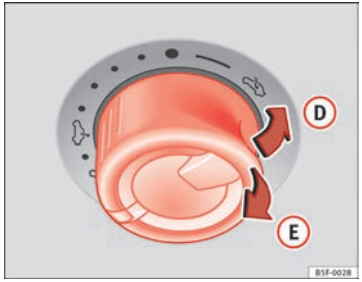

Fig. 63 On the interior roof lining: Press the button and pull on it to lift and close the sliding sunroof.
⇒ Fig. 63
- Within five seconds of triggering the roll-back function, pull the control all the way back ⇒ Fig. 63 (arrow (E)) until the panoramic sliding sunroof closes fully.